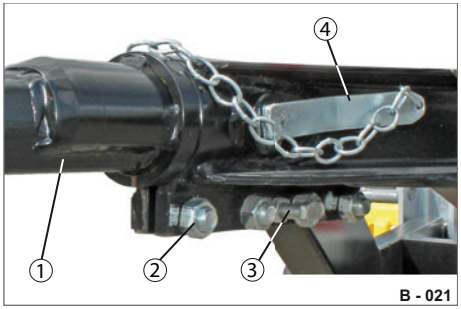

Abb. 34 Verstellrohr gesichert
▶ Lösen Sie die Kontermutter der Spreiz-Schraube (Abb. 34/3) und schrauben Sie die Spreiz-Schraube soweit hinein bis das Verstellrohr freigegeben ist (beweglich wird).
▶ Schieben Sie das Verstellrohr (Abb. 34/1) mit der Zugöse auf die erforderliche Länge ein / aus.
▶ Schrauben Sie die Spreiz-Schraube heraus und kontern Sie diese mit der Kontermutter (Abb. 34/3).